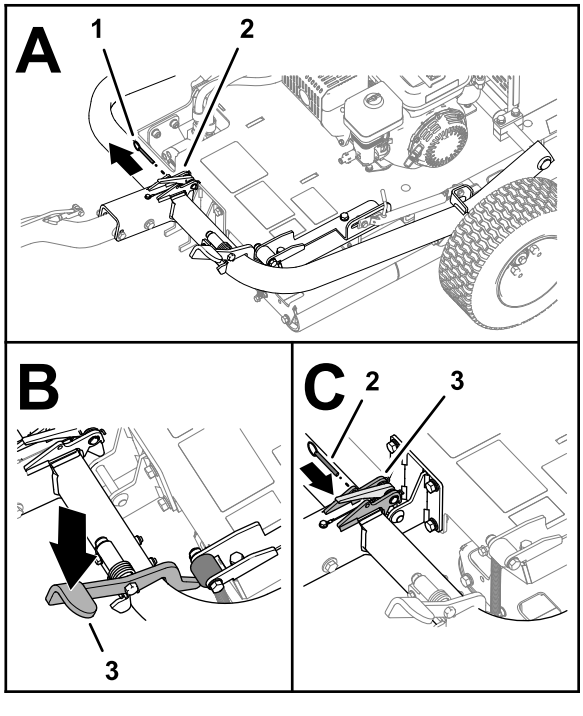

Figur 8
6. Om en låssprint finns monterad ska du avlägsna den från spärren (Figur 8).
7. Trampa på dragkrokens pedal tills dragkroken låses på plats (Figur 8).
8. För in låspinnen genom hålen i spärren (Figur 8).